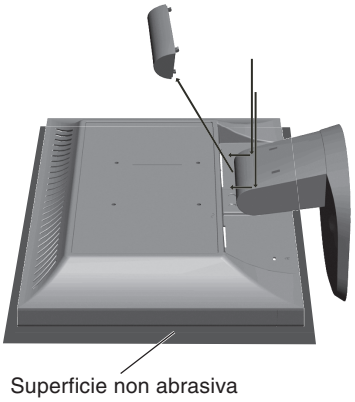

Figura R.1
2. Rimuovere la copertura della cerniera (**Figura R.1**).
3. Sistemare il monitor verso il basso su una superficie non abrasiva (**Figura R.1**).
1. Sistemare il monitor verso il basso su una superficie non abrasiva (**Figura R.1**).